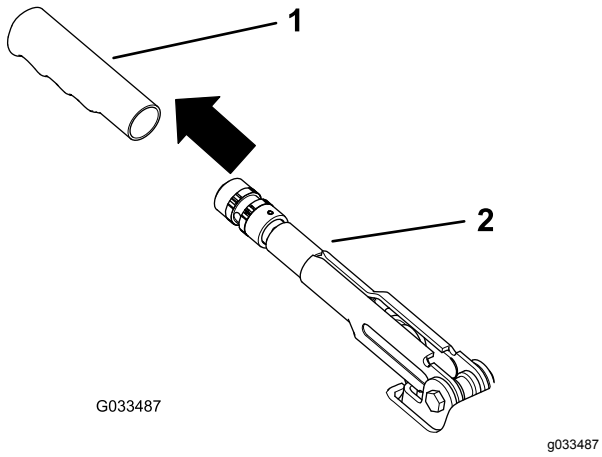

**Figur 58**
1. Fjern gummigrebet fra parkeringsbremsehåndtaget (Figur 58).
5. Monter gummigrebet på parkeringsbremsehåndtaget (Figur 58).